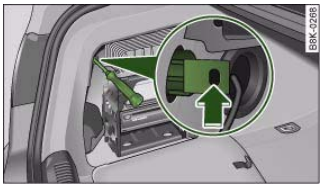

Fig. 273 Luggage compartment: Location of retaining screw for rear light
– Insert the screwdriver (from the tool kit) through the side opening in the plastic screw ⇒ fig. 273. ▶